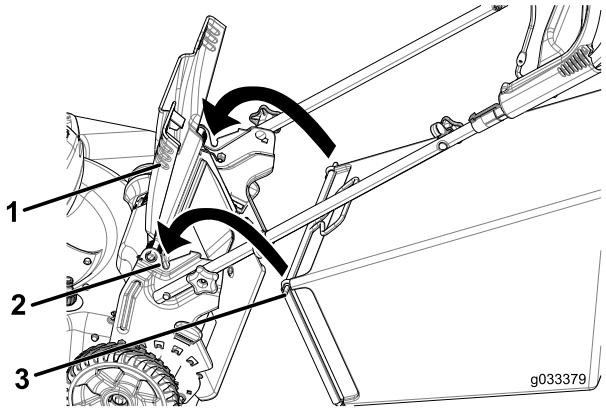

Figur 22
1. Höj och håll upp den bakre gräsriktaren (Figur 22).
2. Montera gräsuppsamlaren och kontrollera att piggarna på uppsamlaren vilar i skårorna på handtaget (Figur 22).